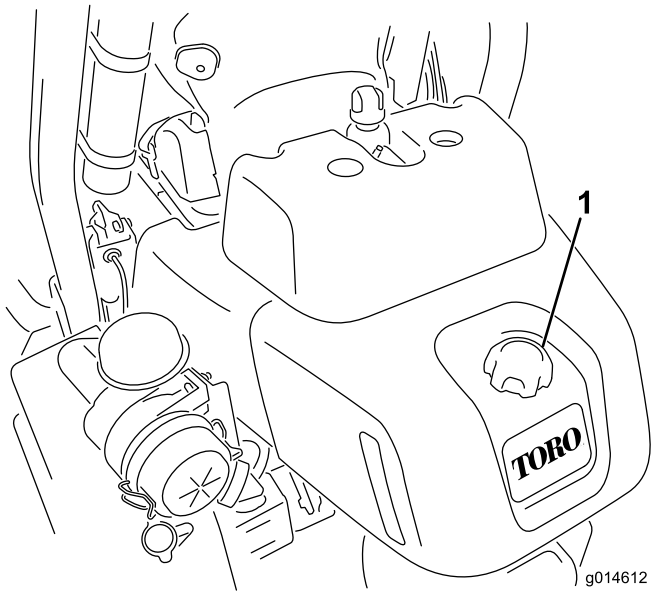

Figur 26
1. Rengør området rundt om brændstoftankens dæksel (Figur 26).